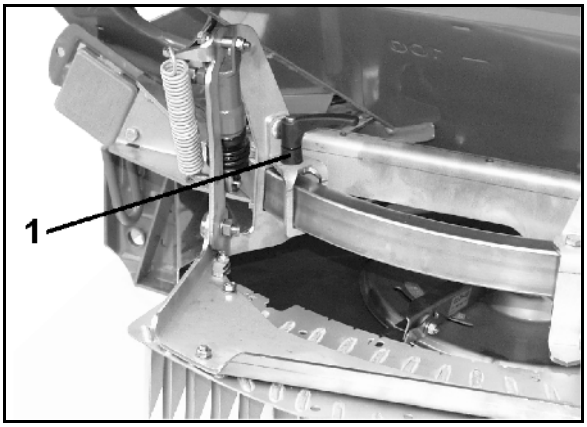

**Rys. 77**
1. Zluzować dźwignię zaciskającą (Rys. 77/1).